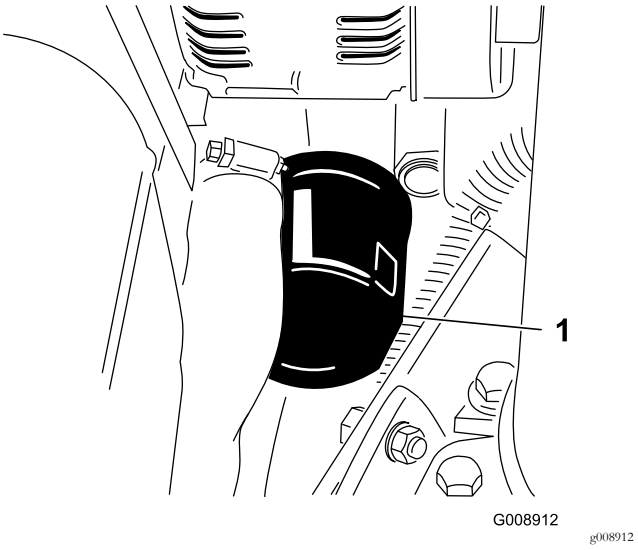

Figur 65
2. Fjern oliefilteret (Figur 65).